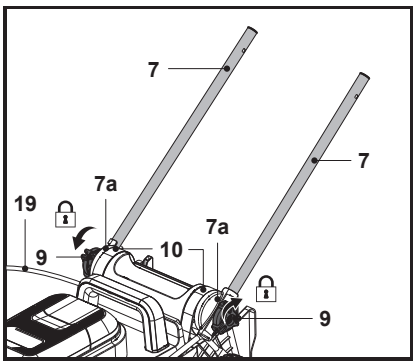

Fig. 2
3. Align the dial plate (7a) with the handle support (10), then secure the lower handle bar (7) by tightening the locking knob (9) (Fig. 2).
4. Repeat the above assembly on the other lower handle bar (7).
5. Make sure that the control cord (19) runs on the upper side of the lower handle bar (7).